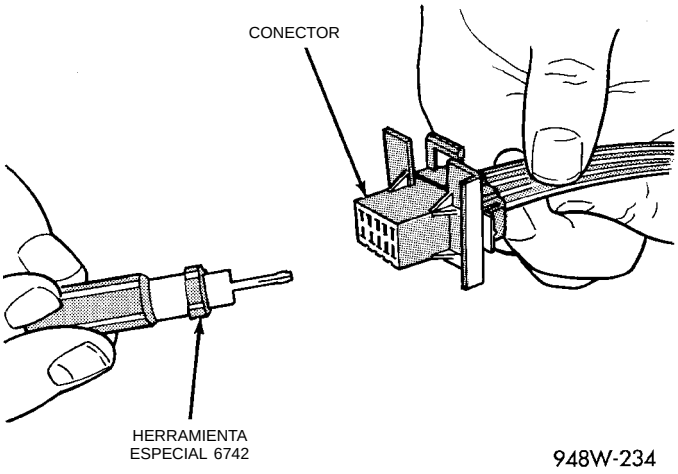

Fig. 14 Reparación de conector Molex
(1) Desconecte la batería.
(2) Desconecte el conector de su mitad/componente complementario.
(3) Introduzca la herramienta especial 6742 de liberación de terminales dentro del extremo del terminal del conector (Fig. 14).